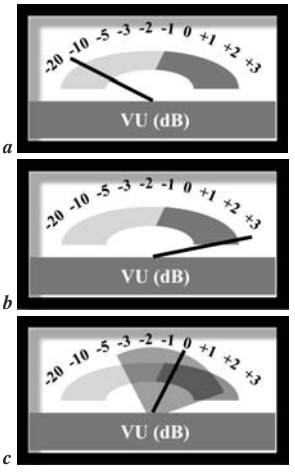

Figure 11.29. *VU meter readings for analog devices: (a) too low; (b) too high; (c) just right.*
- In analog recording, the proper recording level is achieved when the highest reading on the meter is near the zero level, although levels slightly above or below this might not be a problem, as shown in Figure 11.29. In fact, (slightly) overdriving some analog devices and tape machines will often result in a sound that's "rough" and "gutsy."